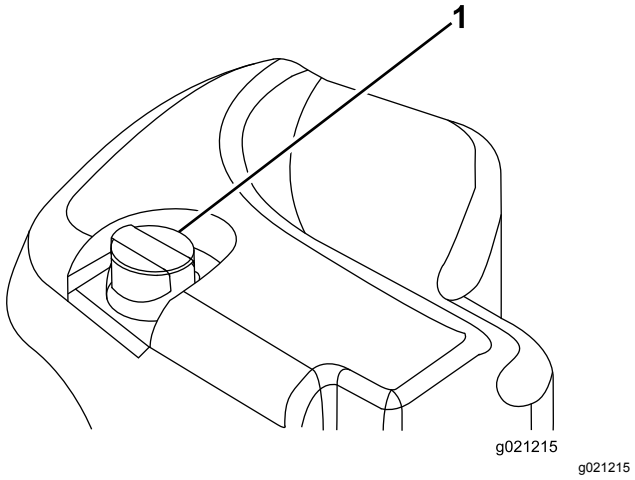

Figur 72
2. Gör rent omkring påfyllningsröret och hydraultanklocket (Figur 72).